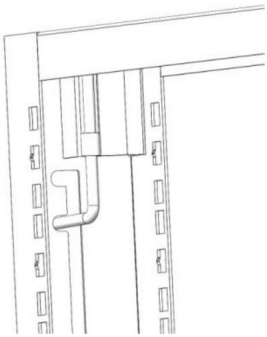

Figure 3
3. Déverrouillez les 4 loquets de porte du kit de porte (3) comme indiqué ci-dessous, le kit de porte étant prêt à être assemblé sur le support. Voir figure 3.